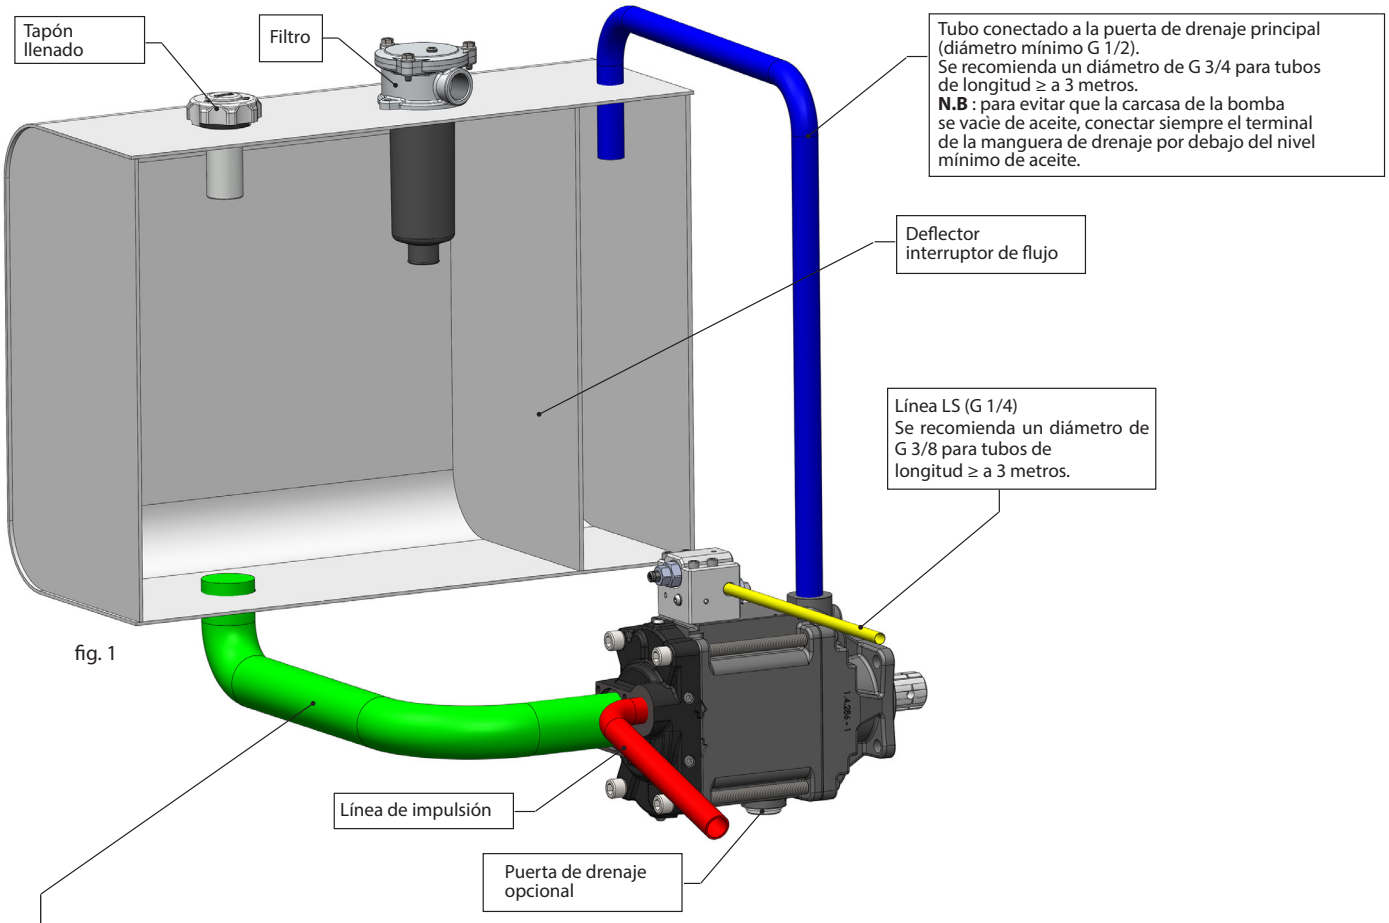

fig. 1
2. Conecte las tuberías (fig. 1) y pase a llenar la bomba (fig. 2).